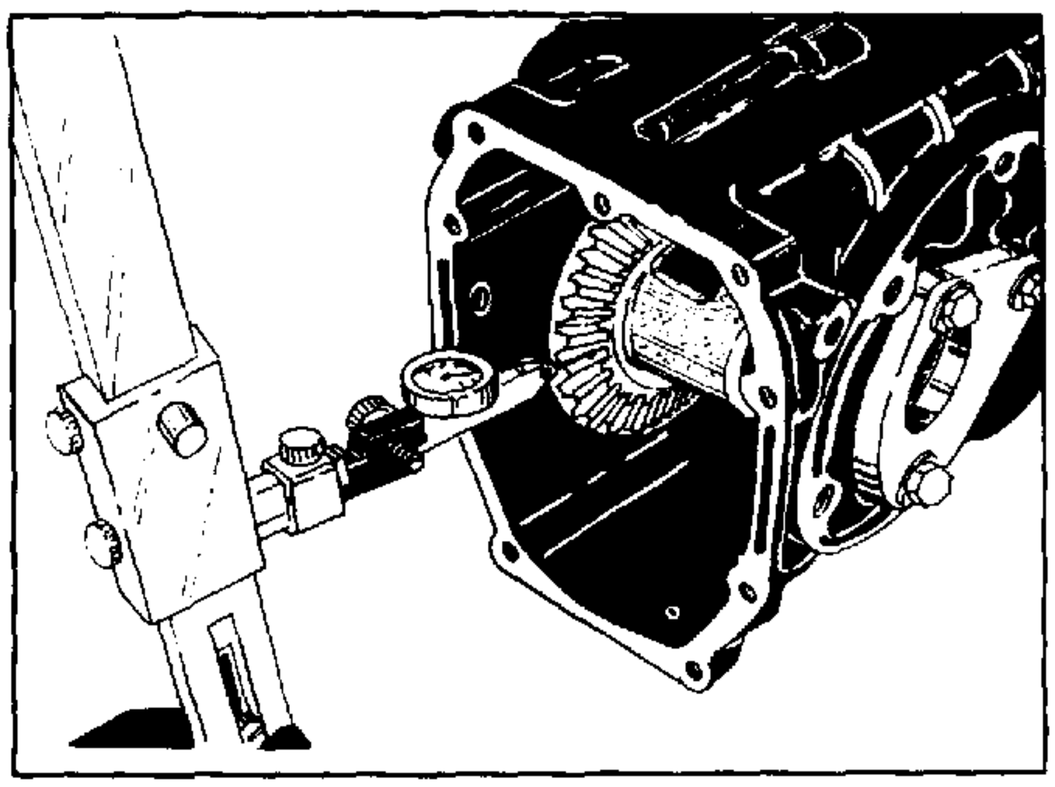

FIGURE 5.
b. Ring gear to pinion backlash .003″ to .008″. (Figure 5)